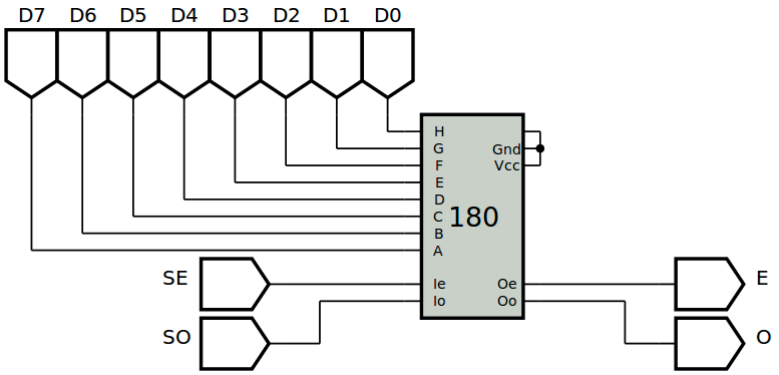
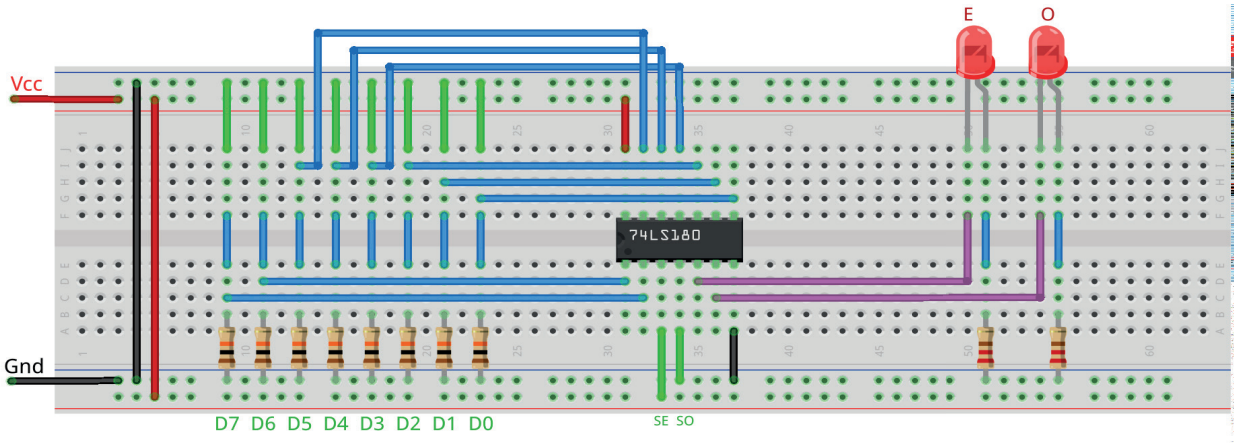

Figura 6.47 – Diagrama esquemático.
Figura 6.49 – Disposição dos componentes (TTL) na placa de montagem.
1. Monte o circuito da figura 6.49 na placa de montagem, conforme figura 6.47 (versão TTL).
4. Utilize um programa de simulação em computador (SmartSim, Atanua, Qucs) faça a simulação do circuito da figura 6.47. Compare os resultados com a tabela 6.19.